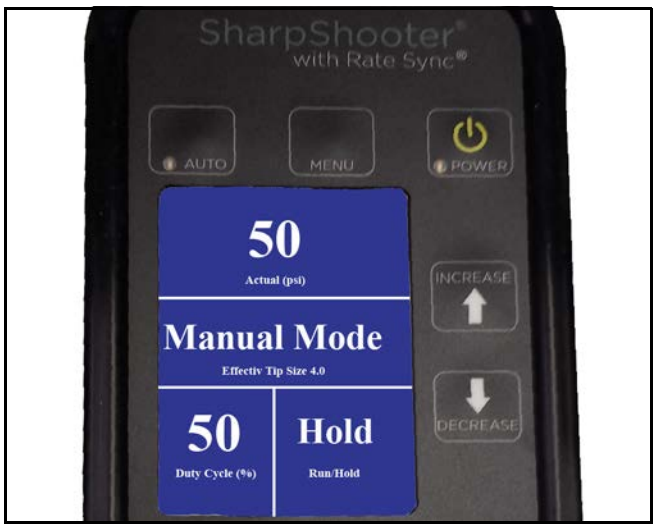

Figure 30
1. **[Figure 30] -** Turn on the display. It will default to the Manual Mode. A red light in the lower left corner of the power button will illuminate showing a properly working display.